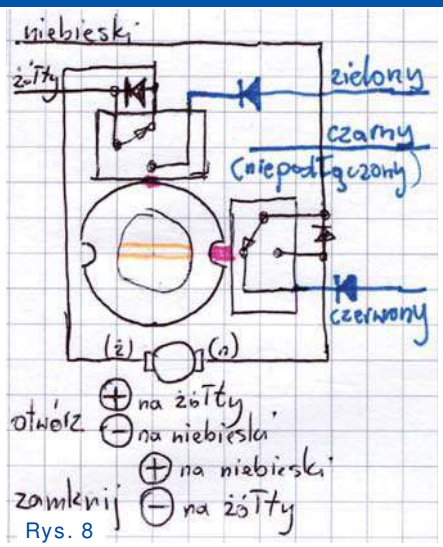

Rys. 8
**Rysunek 8** pokazuje połączenia po przeróbce (fot. 6) na wersję CR01, w której po całkowitym otwarciu lub zamknięciu zaworu jedna z krańcówek przerywa obwód i odłącza silnik. W moim modelu przeróbka jest bardziej skomplikowana, by nie rezygnować z pierwotnych funkcji. Choć w pierwszej chwili może tego nie widać, zaznaczone niebieskim kolorem połączenia i dodatkowe diody D3, D4 pozwalają uzyskać informację o tym, czy zawór jest otwarty, czy zamknięty, co może być wykorzystane przy współpracy ze sterownikiem mikroprocesorowym.